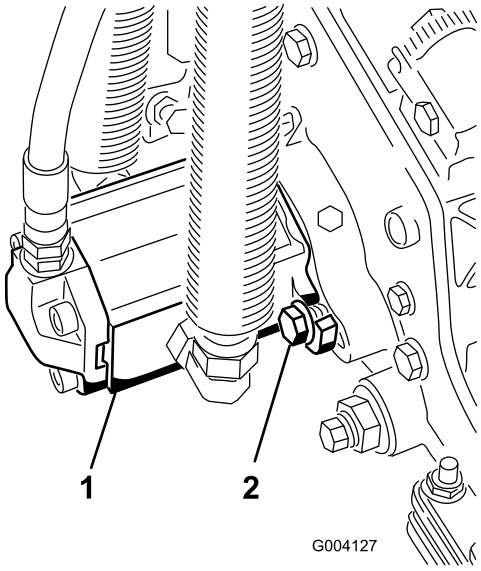

**Figura 13**
16. Instale el motor girándolo en el sentido de las agujas del reloj de modo que las bridas del motor no choquen con los pernos (Figura 13).